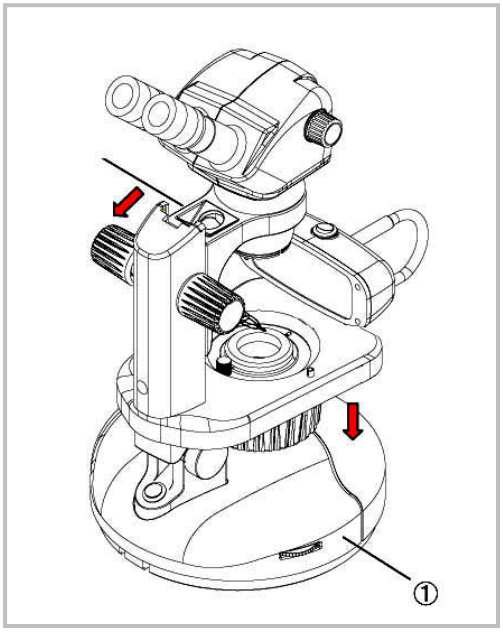

Fig. 4
**Rotating the Base (Fig. 4)**
**Adjusting the Tilt of the Stand (Fig. 4)**